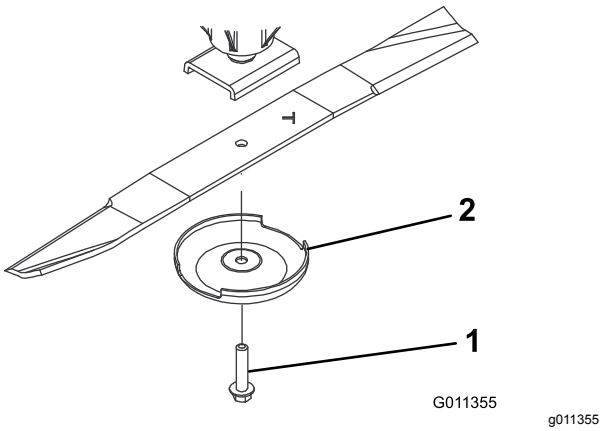

**Figur 83**
2. Fatta tag i knivens ände med en trasa eller en tjockt vadderad handske. Ta bort knivskruven, antiskalpbehållaren och kniven från spindelaxeln (Figur 83).
3. Montera kniven med seglet mot klippenheten med antiskalpbehållaren och knivbulten (Figur 83). Dra åt knivskruven till 115–149 N·m.